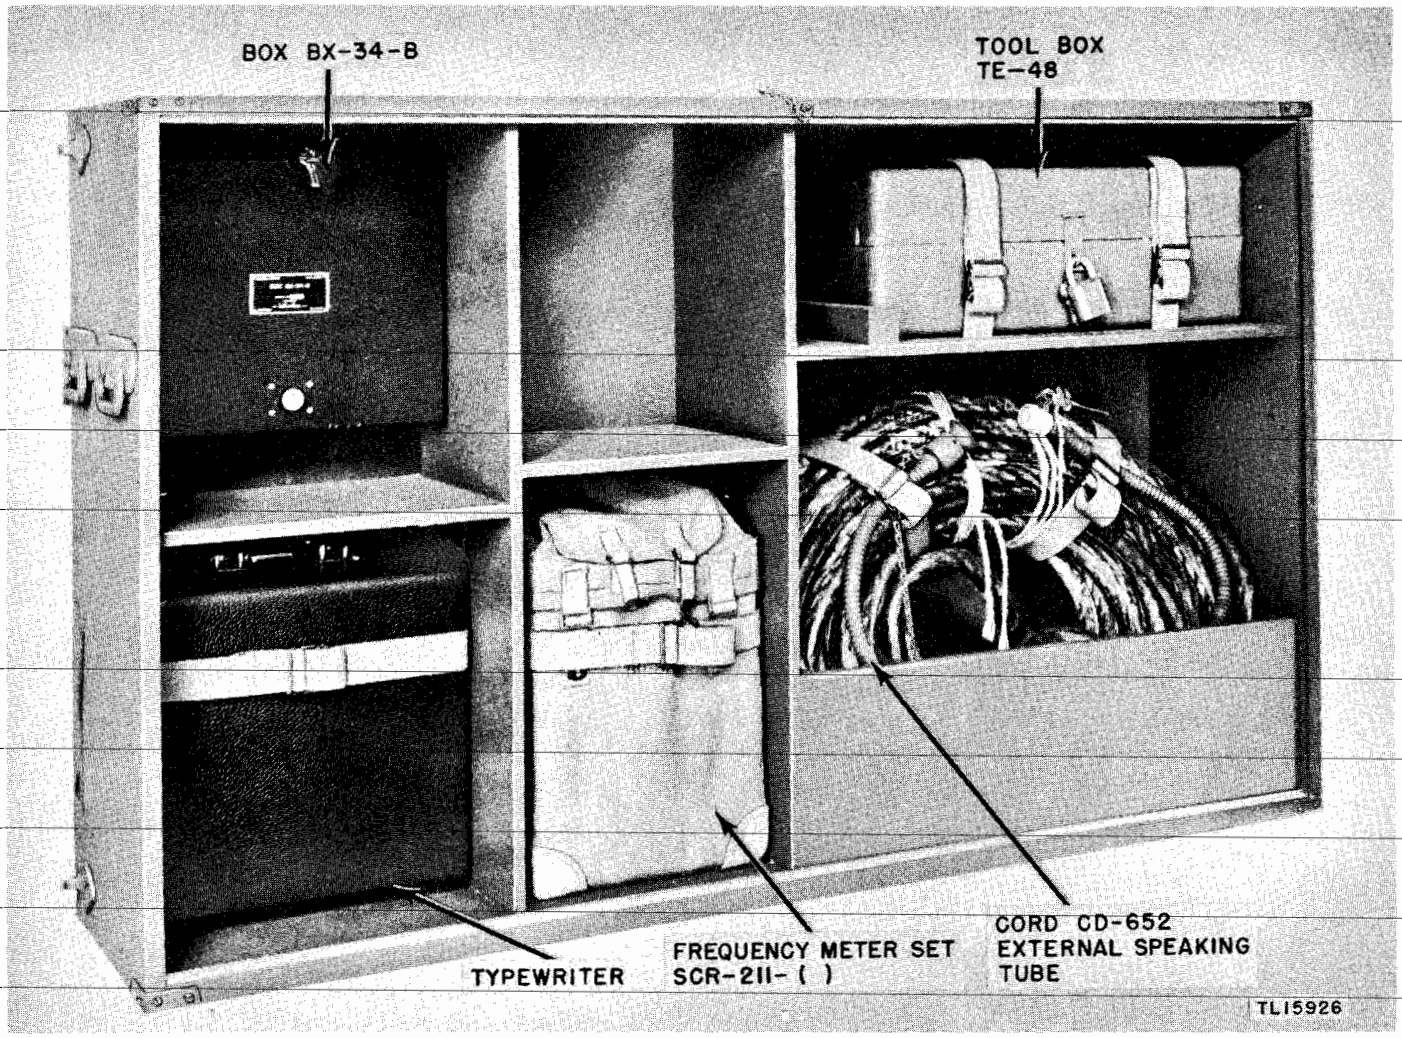

Figure 15. Chest CH-119-A—front panels removed.
18. Chest CH-119-A (fig. 15)
The frequency meter set is carried in Chest CH-119-A where it is firmly held in place by a strap. (See fig. 15.) It serves as a frequency standard for the radio set, so that the operating frequency of the transmitter and the receivers may be determined accurately in the field. TM 11-300 is supplied with the meter and describes its operation in detail.
Two sets of crystal holders (36 to the set) are provided in Box BX–34–B (fig. 15), so that the transmitter may be operated at any of the frequencies listed in table V.